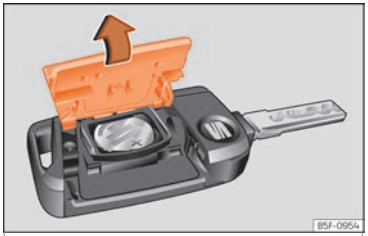

Fig. 122 Chiave del veicolo: aprire il coperchio del vano della batteria.
- Togliere il coperchio della parte posteriore della chiave del veicolo ››› fig. 122 nella direzione indicata dalla freccia ››› ❗.
- Collocare il coperchio come illustrato ››› fig. 122 e inserirlo nel vano batteria nella direzione contraria a quella indicata dalla freccia.